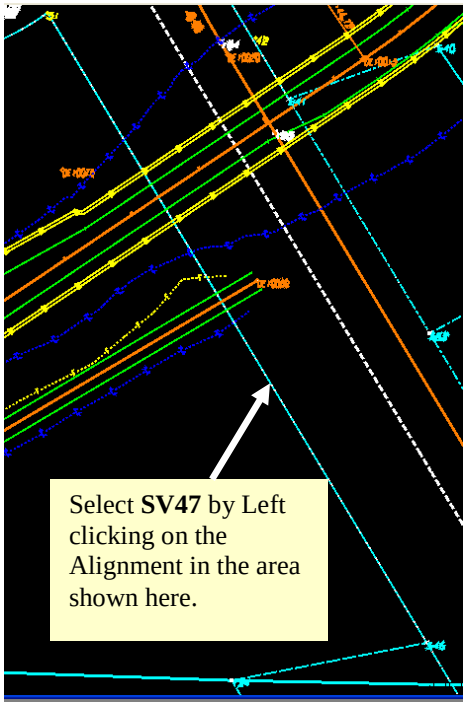
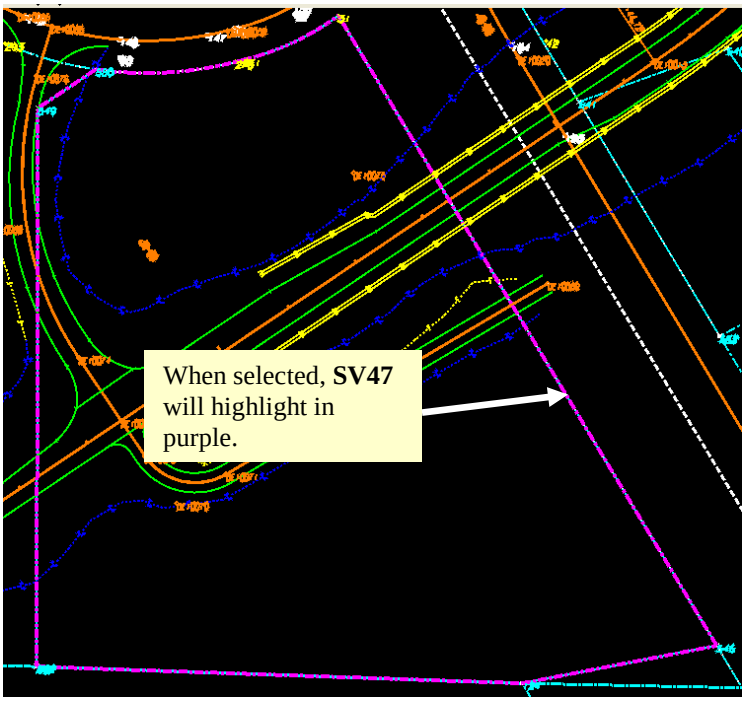

Figure L12-11 MicroStation
Figure L12-12 MicroStation
22.	**Define Alignment 2 to be SV47.** • In the **Intersection** dialog next to the **Name:** field, click the **Locate** button ( ). • Notice in the lower left corner of the MicroStation window you are prompted to **>Identify alignment**. • Left click on Alignment **SV47** in the area shown in *Figure L12-11*. • Notice in the bottom left corner of the InRoads window the phrase **Selected Alignment 'SV14'** appears. • Notice in the bottom left corner of the MicroStation window you are prompted to **>Accept/Reject**. Right mouse click in the MicroStation window to **Reject**. • Notice in the bottom left corner of the InRoads window the phrase **Selected Alignment 'SV47'** now appears and all of **SV47** is highlighted in purple as shown in *Figure L12-12*. • Notice in the bottom left corner of the MicroStation window you are prompted to **>Accept/Reject**. Left mouse click in the MicroStation window to **Accept**. • The **Intersection** dialog re-appears with **SV47** entered in the **Name:** field.